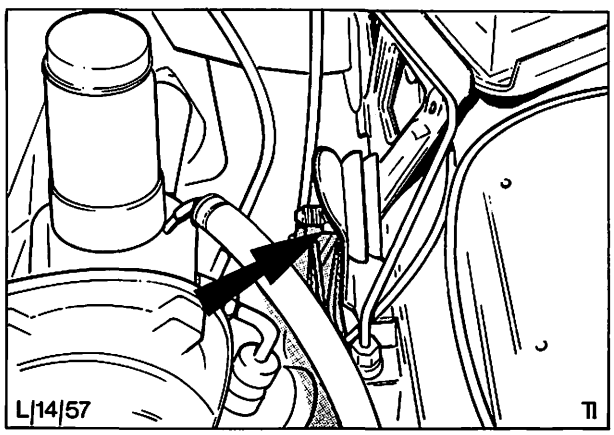

Abb. 8 Hintere Befestigungsschraube des Verbindungsträgers
10. Hintere Befestigungsschrauben des Verbindungsrahmens am Längsträger links und rechts entfernen, Abb. 8. Vorderachse komplett abnehmen.